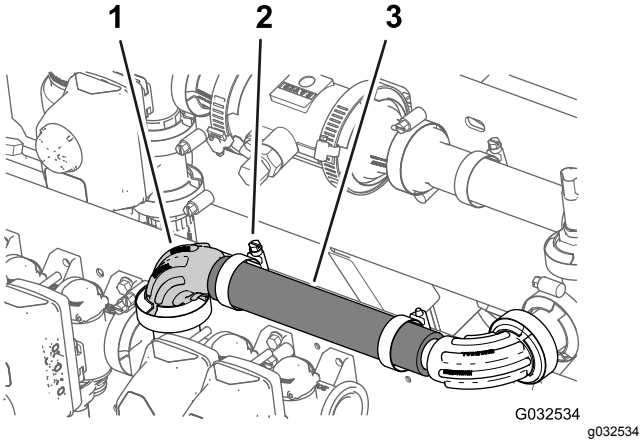

Figur 90
1. Montera slangen (1 x 8 1/2 tum) över 90°-flänskopplingen (1 tum) enligt Figur 90.
2. Fäst slangen vid flänskopplingen med hjälp av en slangklämma (Figur 90).